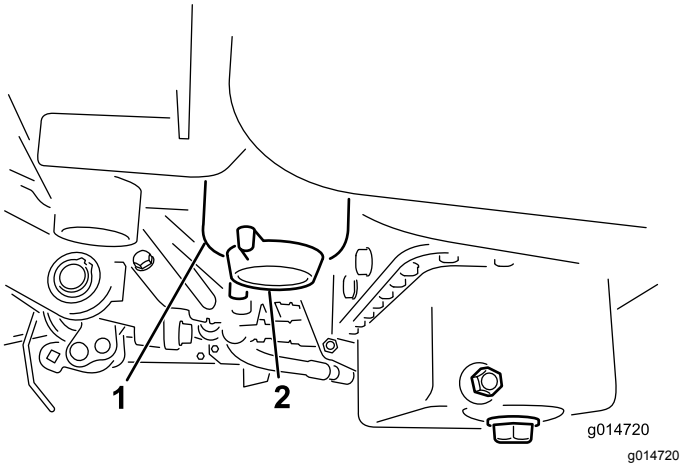

Figure 48
2. Nettoyez la surface autour des supports de la cartouche du filtre (Figure 48).
4. Ouvrez le robinet du filtre (Figure 48).